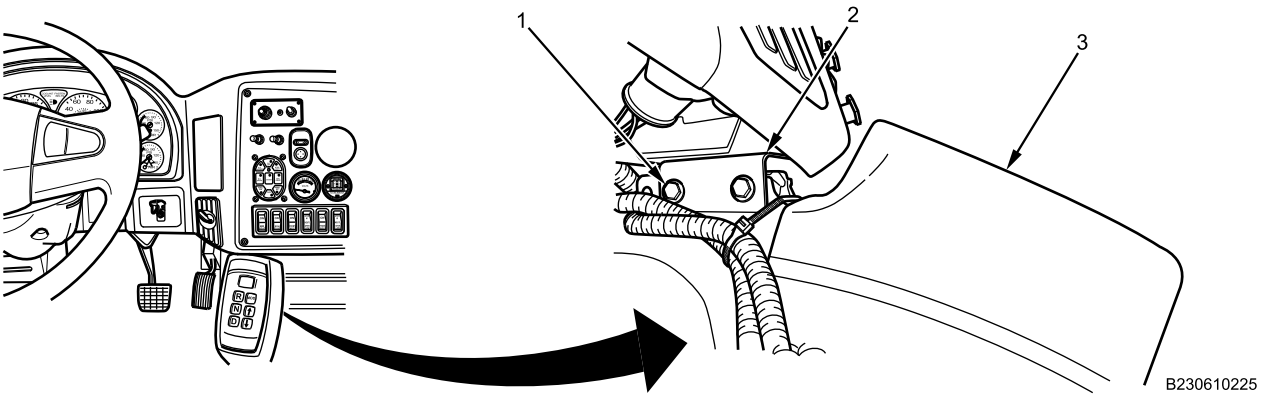

Figure 1. Drive Selector Console.
1. Remove two bolts (Figure 1, Item 1) securing drive selector console (Figure 1, Item 3) to instrument panel (Figure 1, Item 2). Place drive selector console aside.